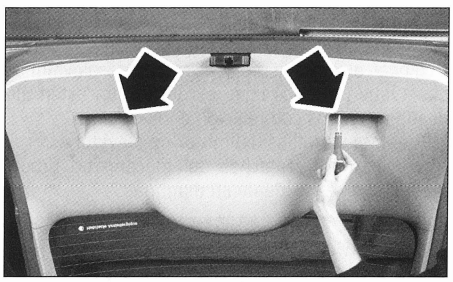

FIG. 71
- los dos tornillos **(fig. 71)**.